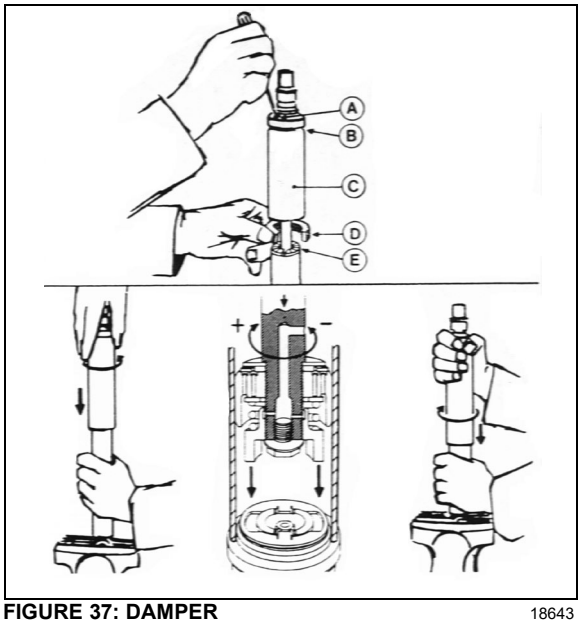

**FIGURE 37: DAMPER** 18643
To adjust opening and closing cycle speed on damper (Figure 37):
8. Fully close the damper while turning the dust cap or piston rod slowly CCW until it is felt that the cams of the adjusting nut engage in the recesses of the foot valve assembly (Figure 37).
| *Where a bump rubber was installed, refit same inside the dust cap and by fully closing the damper, the rubber will seat again at top of the dust cap. Refit the split plastic collar E (*Figure 37*).* |